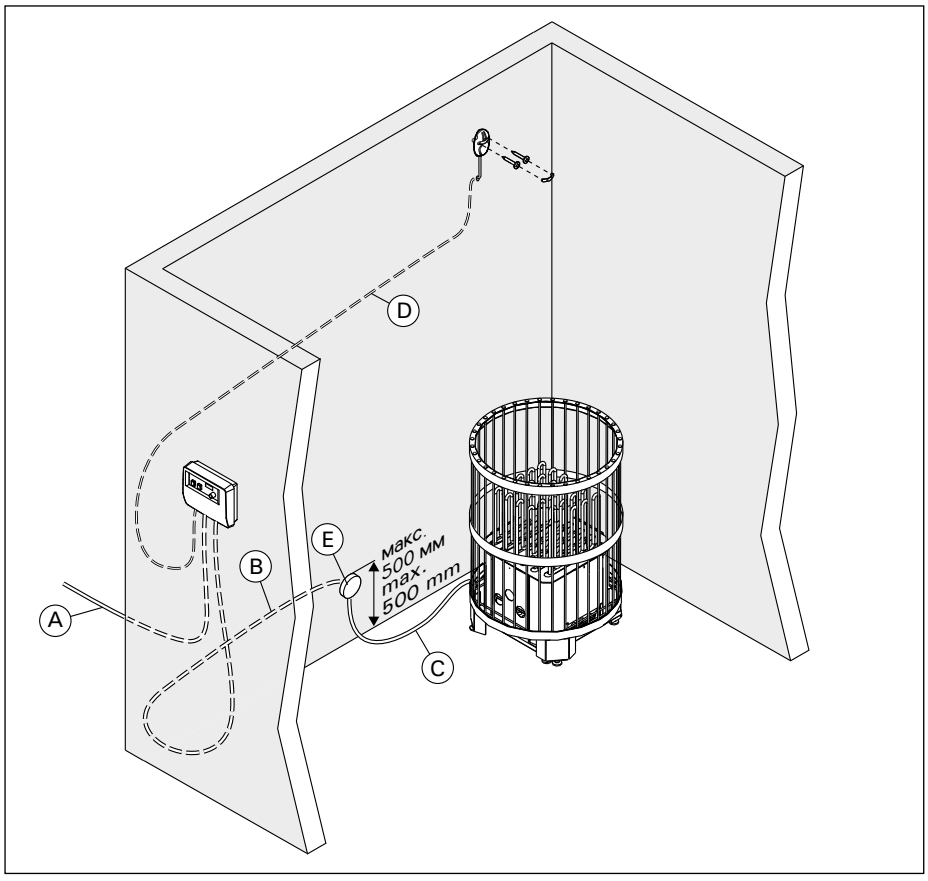

Рис. 3. Кабели
- Каменка гибким проводом подсоединяется к соединительной коробке (рис. 3: E) в стене сауны. Соединительная коробка должна быть брызгозащищенной и находиться на расстоянии не более 500 мм от пола.
- В качестве кабеля (рис. 3: C) следует использовать резиновый кабель типа HO7RN-F или подобный. **ВНИМАНИЕ! Использование изолированного ПВХ кабеля запрещено вследствие его**